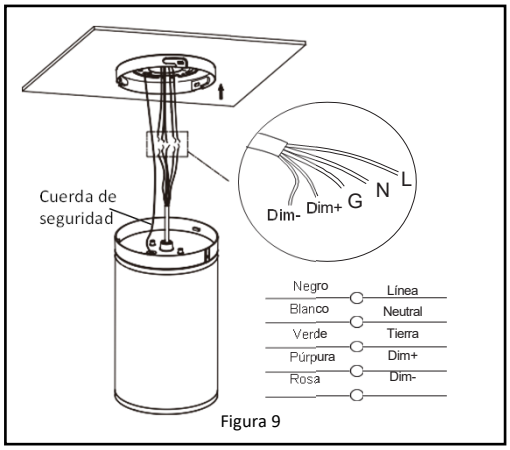

Figura 9
4. Realice las conexiones de cableado de acuerdo con la ***Figura 9.***